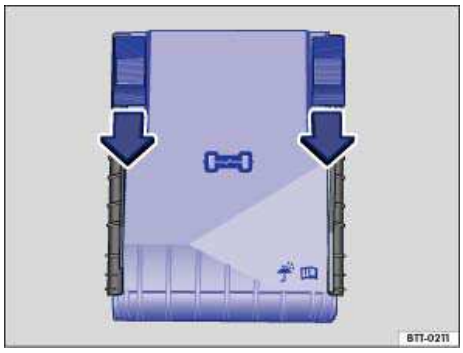

Fig. 189 In the engine compartment: Fuse box cover.
- Move the release buttons in the direction of the arrows ⇒ fig. 189 to unlock the fuse box cover.